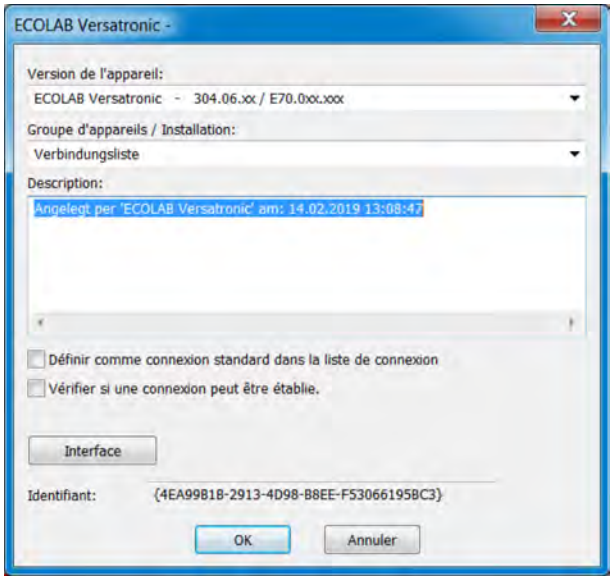

Fig. 113: Nouvel appareil
1. Appliquez les paramètres au nouvel appareil et cliquez sur « Interface » (voir Fig. 113).